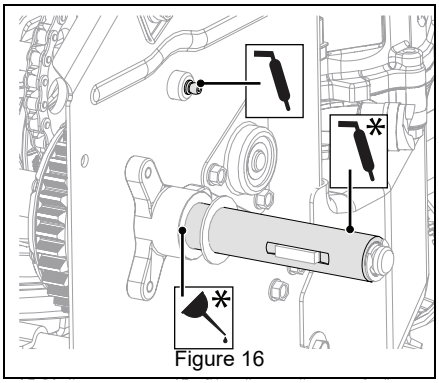

Figure 16
1. Lubricate as shown in Figures 16, 17, 18, and 19.